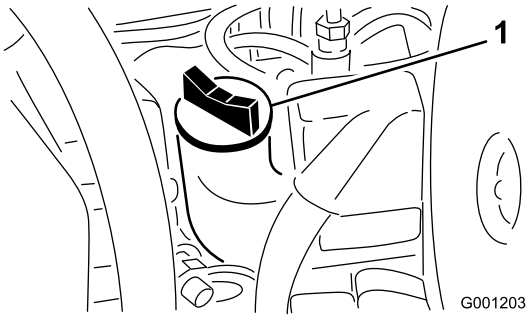

Figur 22
3. Hvis oljenivået er under Full-merket, tar du av oljelokket (Figur 22) og fyller olje til nivået når opp til Full-merket på peilestaven. **Ikke fyll på for mye.**.